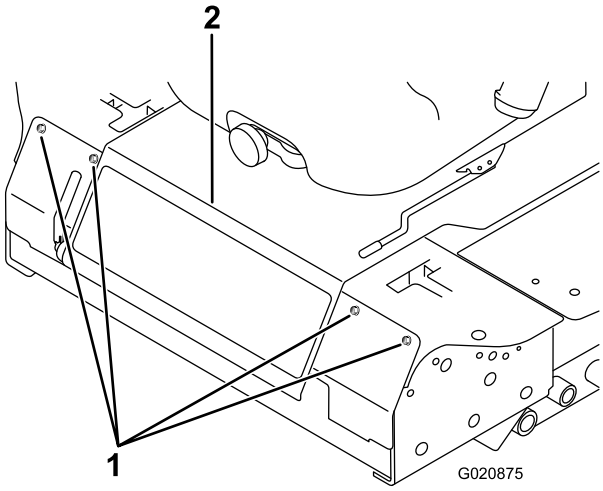

**Figur 53**
2. Lossa bultarna som fäster den främre panelen och ta bort den (Figur 53).